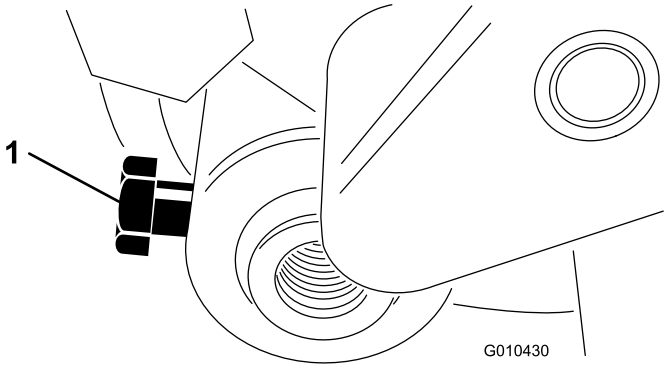

**Figura 30**
3. Afloje el perno que sujeta el eje del rodillo al brazo de ajuste de la altura de corte (Figura 30).